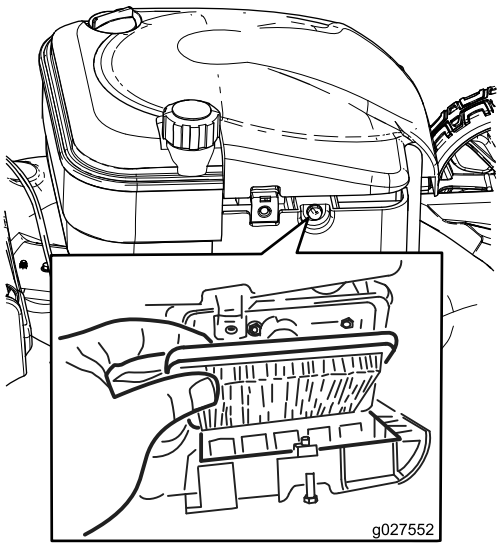

Figuur 23
2. Vervang het luchtfilter (Figuur 23).